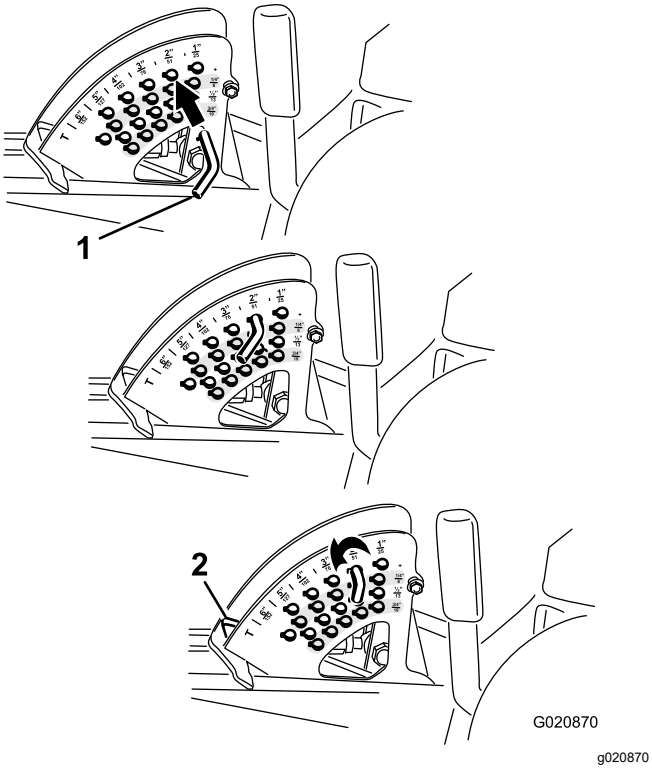

Figur 25
2. Roter stoppebolten til valsetappen inni den er på linje med sporene i hullene i klippehøydebraketten og fjern den (Figur 25).
3. Velg det hullet i klippehøydebraketten som svarer til ønsket klippehøyde, sett inn bolten og vri den ned for å låse den på plass (Figur 25).
Merk: Det er fire rader med hullposisjoner (Figur 25). Den øverste raden gir deg klippehøyden oppgitt over bolten. Den andre raden gir deg oppgitt høyde pluss 6 mm. Den tredje raden gir deg oppgitt høyde pluss 12 mm. Den nederste raden gir deg oppgitt høyde pluss 18 mm. For posisjonen for 15,8 cm er det bare ett hull, på andre rad. Dette legger ikke til 6 mm til posisjonen for 15,2 cm.